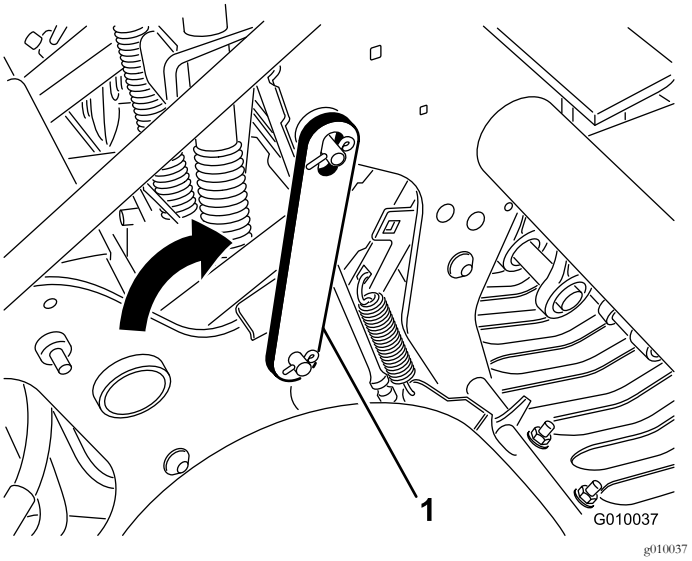

Rysunek 21
4. Odchyl zaczep serwisowy do tyłu i wsuń go na kołek głowicy wgłębnej (Rysunek 21). Zamocuj zaczep przy użyciu pierścienia zaciskowego.